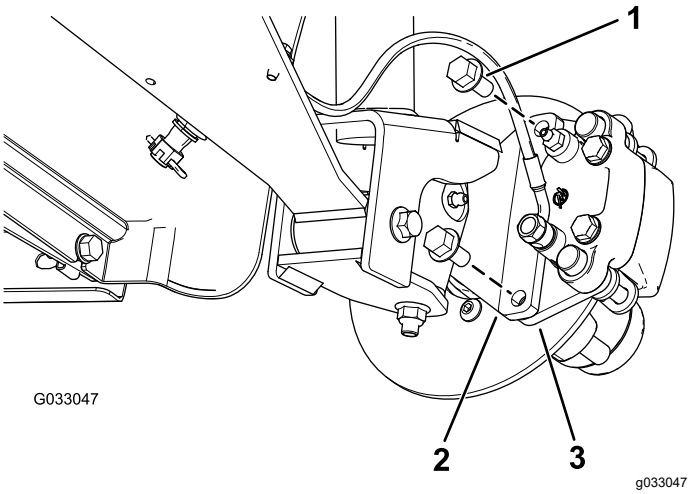
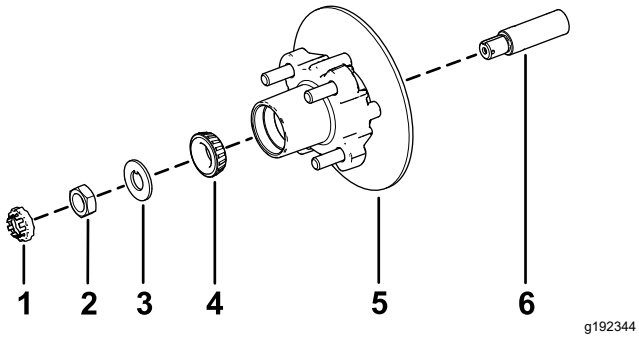

Figur 33
Figur 37
3. Fjern flangehovedboltene (⅜" x ¾"), der holder beslaget til bremsesamlingen fast på spindlen, og adskil bremsen fra spindlen (Figur 33).
1. Påfør et lille lag af det anførte smøremiddel på spindlen (Figur 37).
2. Monter nav og rotor på spindlen med rotoren indvendigt (Figur 37).
3. Monter det udvendige leje på spindlen og sæt lejet på plads i relation til den udvendige lejeløbering (Figur 37).
4. Monter tapskiven på spindlen (Figur 37).
5. Skru spindelmøtrikken på spindlen, og tilspænd møtrikken med et moment på 15 Nm, mens navet roteres, så lejet indstilles (Figur 37).
2. Ret bremseklodserne ind på hver side af rotoren (Figur 33), og ret hullerne i kaliberbeslaget ind efter hullerne i bremsemonteringen på spindelrammen (Figur 37).
3. Fastgør kaliberbeslaget til spindelrammen (Figur 33) ved hjælp af de 2 flangehovedbolte (⅜" x ¾").